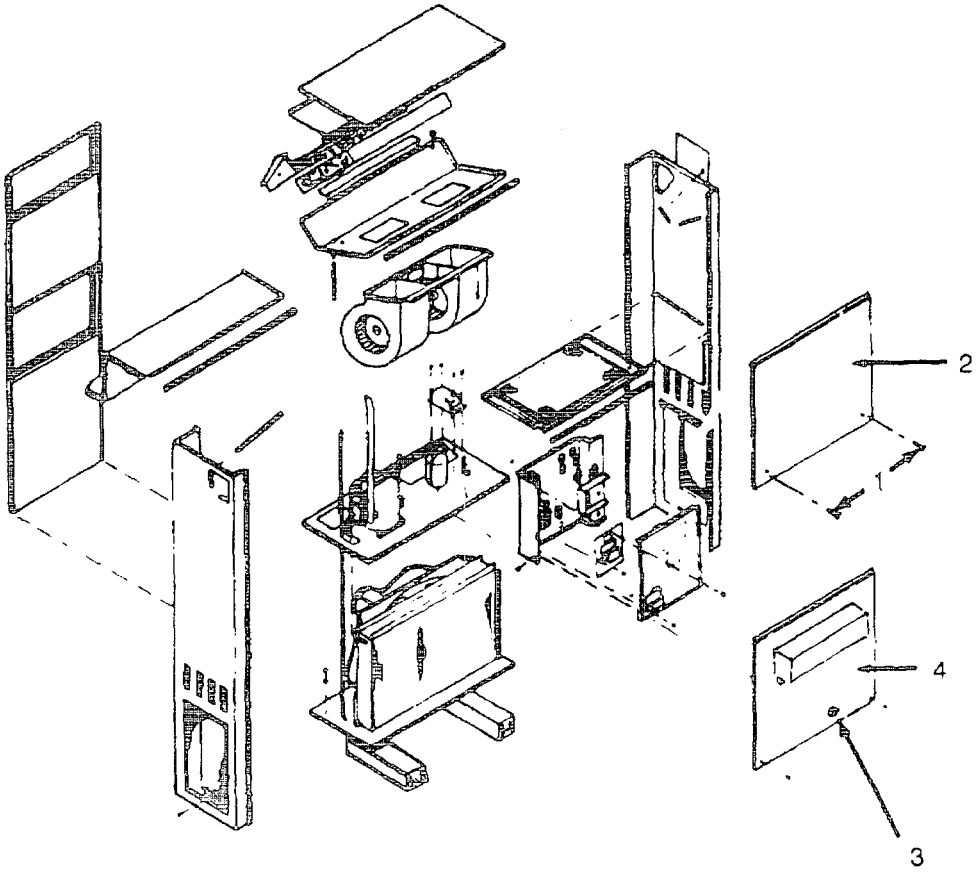

Figure 4-13. Front Door Assemblies
(1) Remove the two screws (1, Figure 4-13) from the top front door assembly (2).
(2) Pull the top front door assembly forward from the bottom and lift it away, down from the air conditioner.
(3) Turn the 1/4 turn fastener (3) on the bottom front door assembly (4) and pull the door away from the air conditioner.
(1) Place the bottom front door assembly (4, Figure 4-13) on the air conditioner and turn the 1/4 turn fastener (3) 1/4 turn to secure the door.
(2) Place the top front door assembly (2) on the air conditioner by sliding the upper lip of the door into the top of the air conditioner.
(3) Secure the top front door assembly with two screws (1).